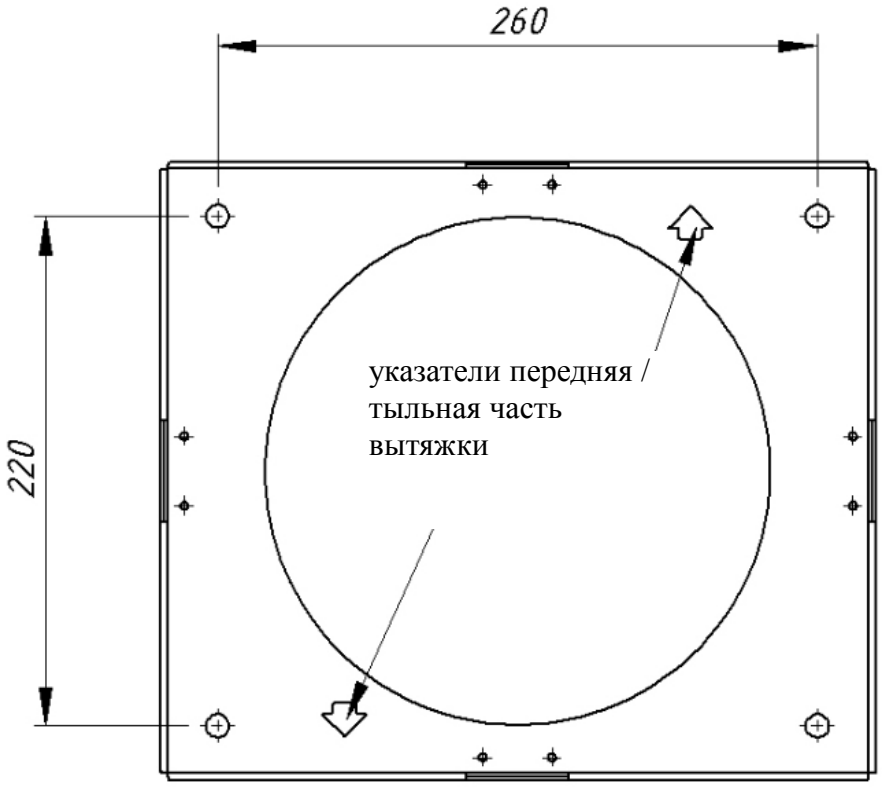

Рис. 4
1. Закрепите потолочную пластину на потолке в месте, где вы хотите установить вытяжку, с помощью входящих в комплект колышков. Стрелка, вырезанная в пластине, указывает на переднюю / тыльную часть вытяжки (рис. 4).